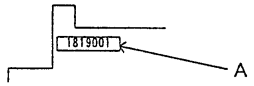

Figure 1 Orientation of product label
The product label for the product number ② must be affixed to position A in the orientation shown in Figure 1.